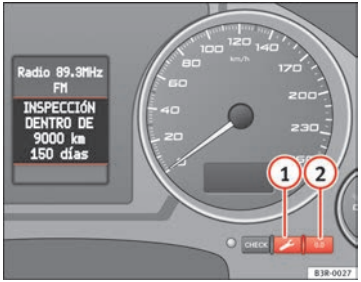

Fig. 52 Detailed view of the instrument panel: Service indicator
- Press the service button ⇒ fig. 52 (1) and hold while switching on the ignition. The display will show one of these messages: **Service in ----- km** or **Service!**
- Now press and hold the reset button (2) until the display shows **Service in ----- km --- days** or **Service!**